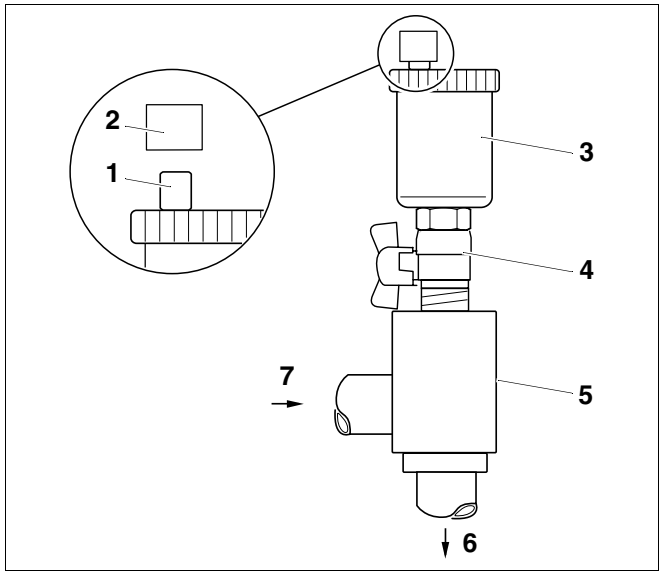

Afb. 55 Afbeelding luchtbeker met ontluchter voor vertrekaansluiting (toebehoren)
Wanneer u de zonne-installatie op het hoogste punt van de installatie wil ontluchten met een automatische ontluchter (afb. 55, toebehoren), dan moet u de leidingen met een stijging naar de ontluchter plaatsen.
De zonne-installatie wordt via de geopende afsluitschroef (afb. 55, **pos. 1**) ontlucht. Opdat er geen vocht in de zonne-installatie zou binnendringen langs de geopende afsluitschroef, moet het beschermkapje (afb. 55, **pos. 2**) steeds op de afsluitschroef aangebracht worden.